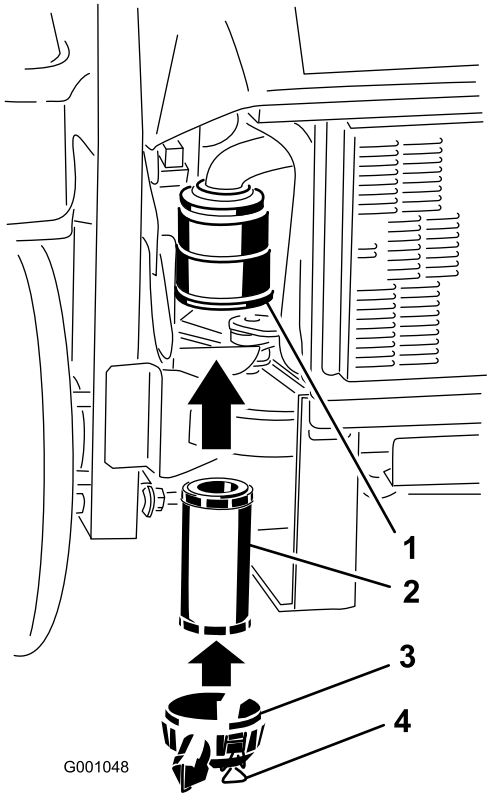

Figuur 41
2. Schuif het filter voorzichtig in de filterbehuizing (Figuur 41). Zorg ervoor dat het filter volledig vastzit door de buitenring van het filter tijdens de montage aan te drukken.
3. Monteer het luchtfilterdeksel en vergrendel dit (Figuur 41).